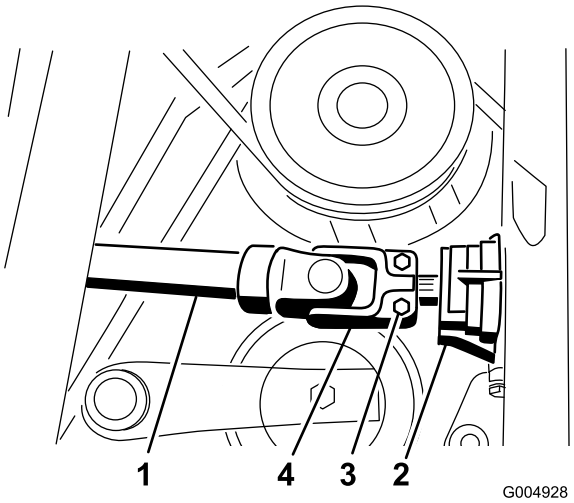

Figur 35
8. Fjern valsetappen, og træk drivakslen af gearkasseakslen (Figur 35).